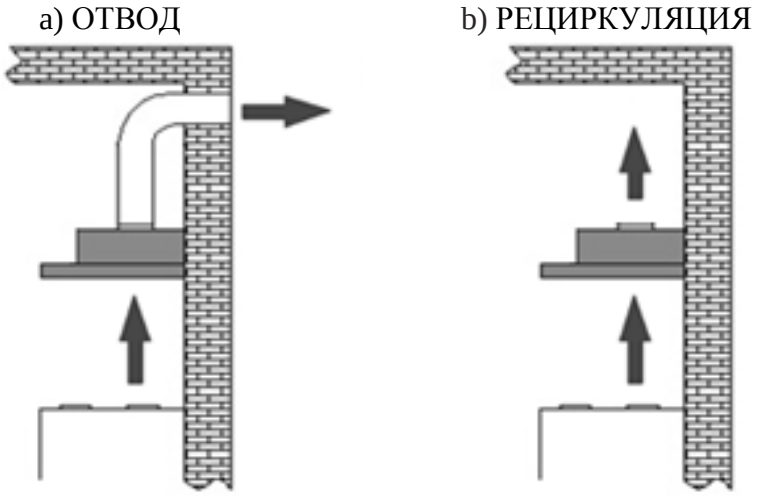

Рис. 8
6. При использовании вытяжки в режиме отвода (рис. 8а), необходимо установить антивозвратный клапан (рис. 6) и воздуховод, отводящий испарения (рис. 7).
1) Отвода (рис. 8а) – воздух удаляется из помещения через соединение вытяжки с вентиляционным каналом жестким пластиковым воздуховодом или гофрированным шлангом диаметром 120 мм. И, таким образом, все кухонные испарения, запахи, гарь и копоть, проходя через многоразовые алюминиевые жироулавливающие фильтры, выводятся за пределы помещения. При данном режиме работы нет необходимости устанавливать угольный фильтр. Режим отвода является наиболее эффективным, поскольку вытяжка удаляет все кухонные испарения за пределы кухни в вентиляционную шахту.